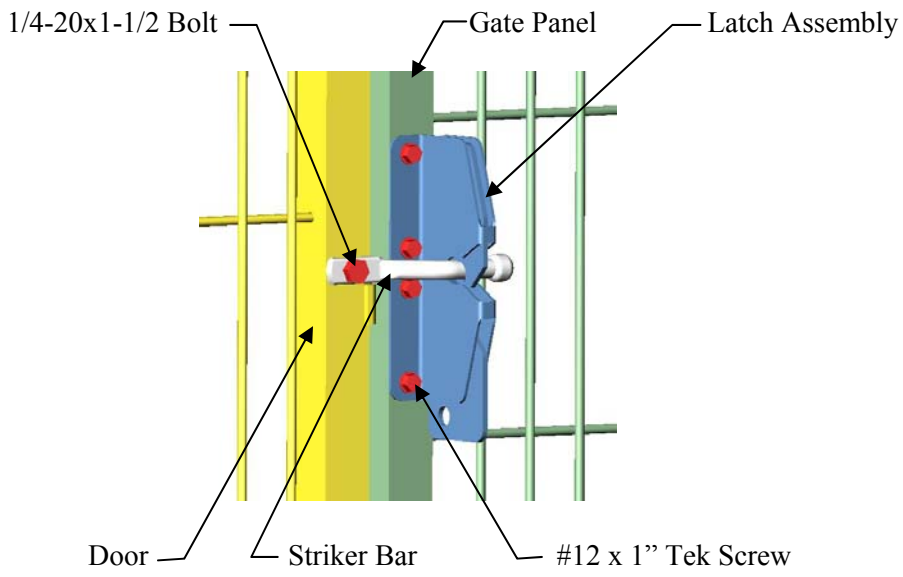

Figure 52
1. Install the Striker Bar to the pre-drilled Door using a 1/4”-20 x 1-1/2 Hex Bolt and 1/4"-20 Nylox Nut **(Figure 52)**. Position the Striker bar into a horizontal position.
2. Hold the Latch Assembly in place against the Gate Panel and close the Door. Make sure to center the Striker Bar within the latch pocket and latch looks straight. Using (4) 1” Tek Screws, mount the Latch Assembly to the Gate Panel **(Figure 52 & 52A)**.